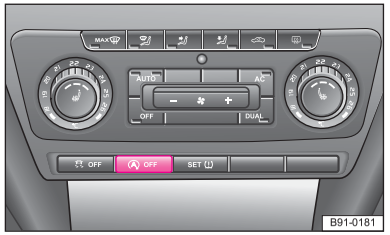

图 99 启停系统按钮
- 通过按下按钮 Ⓐ OFF ⇒ 第 78 页，图 99 启停系统按钮。